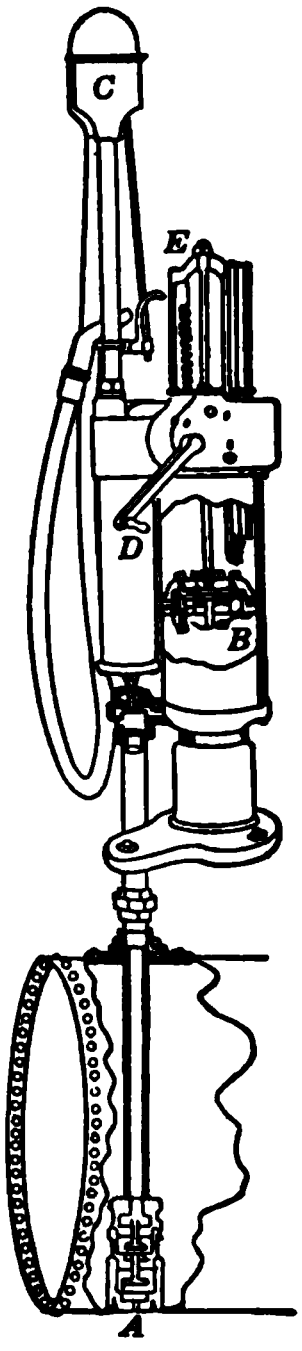

Fig. 132A. Gasoline pump.
2. Gasoline measuring pump. Figure 132A shows a common type of gasoline measuring pump. Is it a lift or a force pump? Describe carefully its construction and operation.